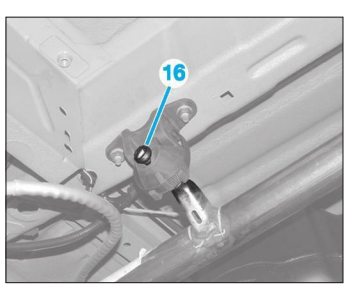

**Fig. 18**
- les vis de la suspension d'échappement (14),
- les vis de fixation de la crémaillère (15).
• Sortir la ligne d'échappement de son silentbloc (16) **(Fig.18)**.